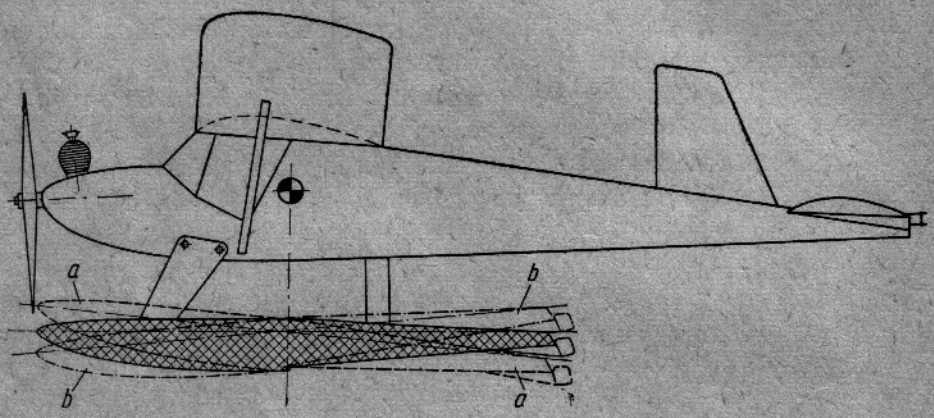

Rys. 91. Regulacja pływaków dla „Wicherka W"
bardziej do przodu lub też przedłużyć tylne golenie, aby nadać pływakom większy kąt nastawienia (rys. 91*a*);
b) jeżeli podczas startu końce pływaków są zanurzone i model ma trudności z wyjściem na stopień lub też odrywa się chwilami i skacze po wodzie, pływaki trzeba cofnąć do tyłu lub skrócić tylne golenie, aby zmniejszyć ich kąt nastawienia (rys. 91*b*).